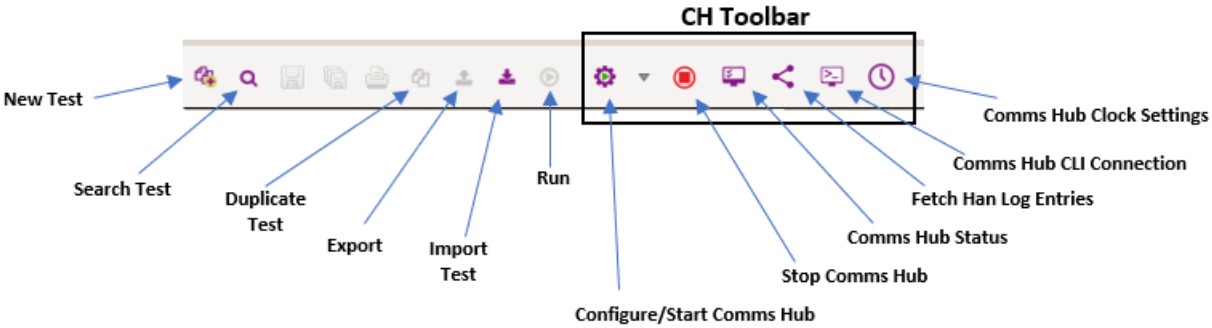
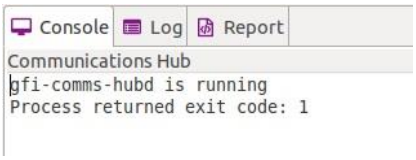

Figure 9 – The Toolbar
Figure 23 – Outcome of CH's 'status' command
Because the GUI can control the GFI Communications Hub module introduced in GFI1.3.2E, a specific subset of the toolbar is dedicated to this purpose[6]. Figure 9 highlights these actions, which will be explored in detail in the step-by-step example.
- The 'Configure/Start GFI Communications Hub' icon in the toolbar (refer to Figure 9) or
The GUI does not maintain the CH's state – instead, it can query it at any time to obtain its status. To do so, select the 'Comms Hub Status' button on the toolbar (Figure 9). Again, the outcome is displayed in the console pane (Figure 23).